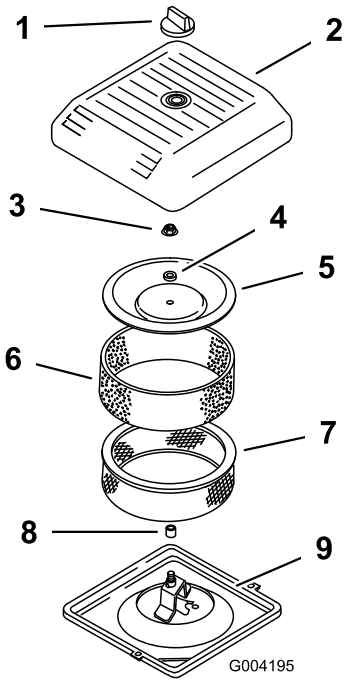

Figur 43
3. Skru knappen af, og fjern luftfilterdækslet (Figur 43).
4. Skub forsigtigt skumforfilteret ud af papirindsatsen (Figur 43).
5. Skru dækselmøtrikken af, og fjern dækslet, afstandsklodsen og papirfilteret (Figur 43).
2. Placer luftfilteret på luftfilterfoden (Figur 43).
3. Monter dækslet og afstandsklodsen, og fastgør det med dækselmøtrikken (Figur 43). Tilspænd møtrikken til 11 Nm.
4. Monter luftfilterdækslet, og fastgør det med knappen (Figur 43).